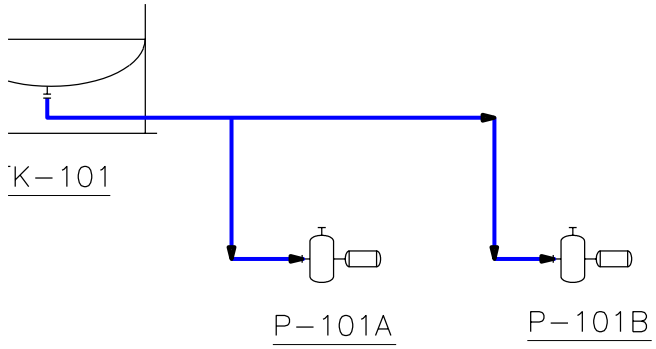

Figure 2-53 *Line connecting the horizontal nozzle of the pump tagged* ***P-101A***
4. Create a line connecting the previously created line to the horizontal nozzle of the pump tagged **P-101A**, refer to Figure 2-53. Assign the tag **10"-CS150-P-1004** to the line.